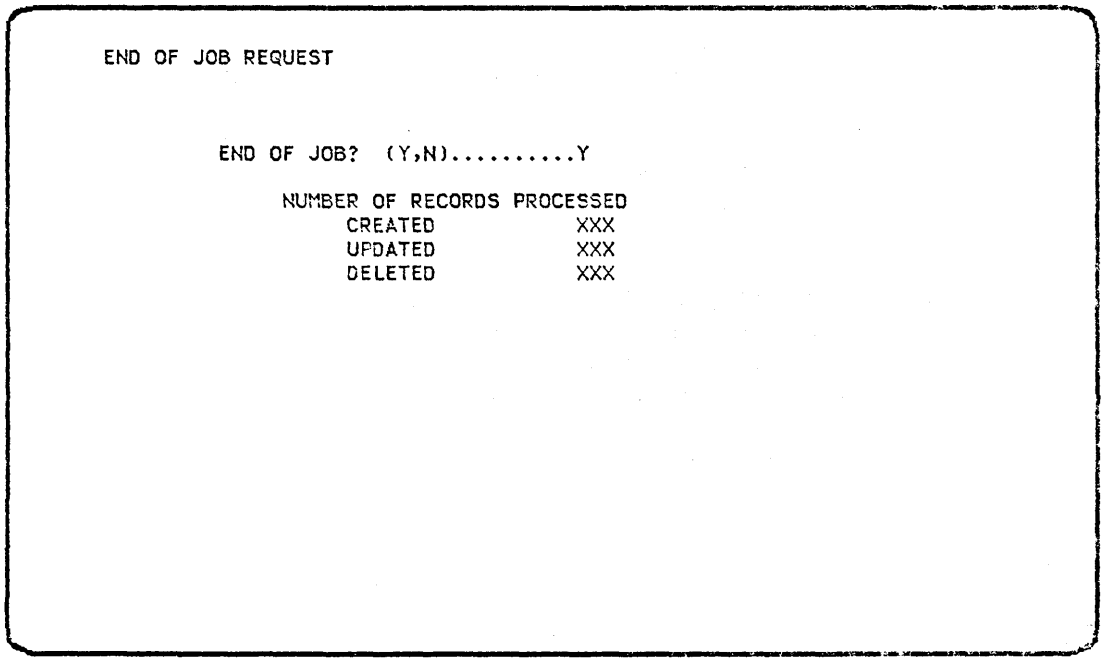

Figure 6-9. Enter/Update End of Job Display
2. Retain the default (Y) supplied by the end-of-job display (Figure 6-9) and press the Enter/Rec Adv key.